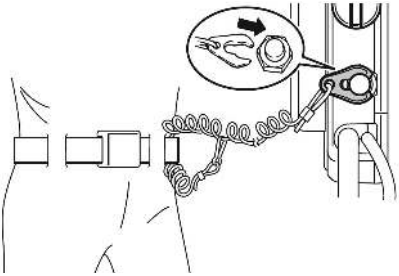

Рис. 29 Установка чеки безопасности
4. Подсоедините шнур чеки безопасности к специальному крепежу на одежде (спасательном жилете), либо к руке или ноге. Подсоедините чеку безопасности к аварийному выключателю (Рис. 29).